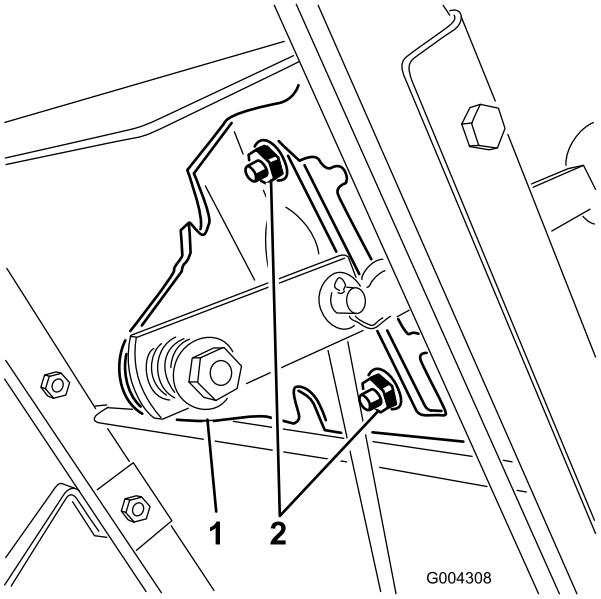

Figur 29
3. Løsn flangemøtrikkerne, der fastgør vælgerpladen til kontrolpanelet (Figur 29).